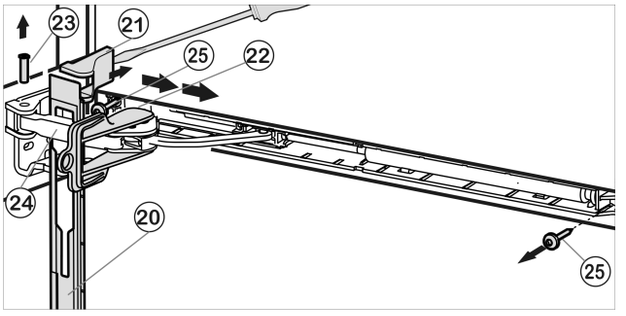

*Fig. 11*
▶ Push panel forward over the damper bracket *Fig. 11 (24)*in the direction of the appliance.
▶ Engage locking device *Fig. 11 (22)* into place inside oblong hole.
▶ Lift off cover *Fig. 11 (21)* from the outside using a screwdriver and remove by pulling outwards.
▶ Push bolt *Fig. 11 (23)* out from below.
▶ Press damper bracket *Fig. 11 (24)* in the direction of the door.
▶ Remove panel *Fig. 11 (20)*.
▶ Unscrew entire soft stop unit (2 x Torx® 15) *Fig. 11 (25)*.